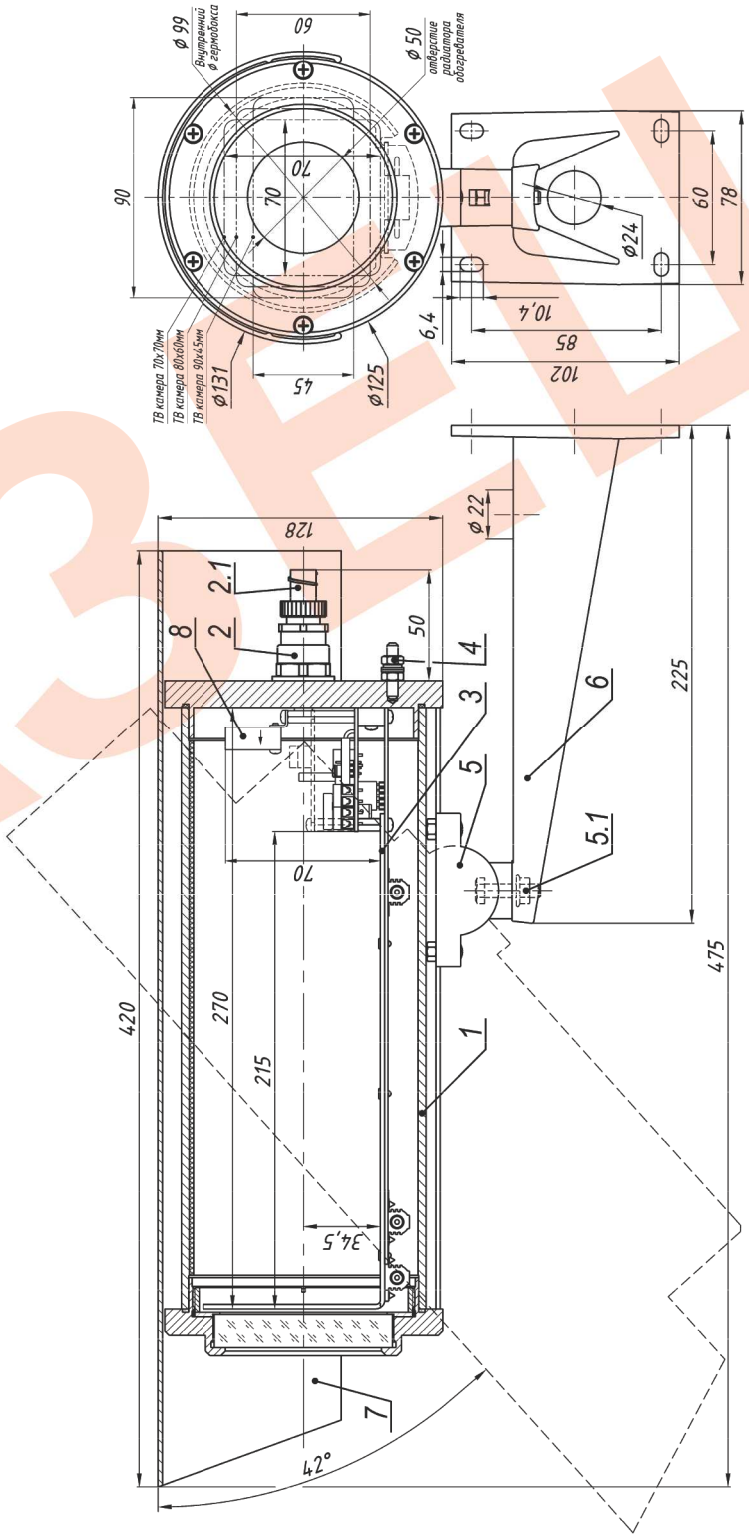

Рис.1 Состав и габаритно-установочные размеры ТГБ-4Г ТВ Ex
2. Выдвинуть модуль видеокамеры (поз.3 рис.1) из кожуха.
9. Обеспечить защиту кабелей во взрывоопасной зоне металлорукавом. Металлорукав фиксируется на гермовводе с помощью держателя металлорукава (поз.2.1 рис.1).
10. Ослабив гайку болта фиксации шарнира (поз.5.1 рис.1), установить термокожух на нужное направление обзора, после чего надежно зафиксировать шарнир затянув гайку.
11. Заземлить термокожух с помощью клеммы заземления (поз.4 рис.1).
В состав изделия входят (см. рис.1):